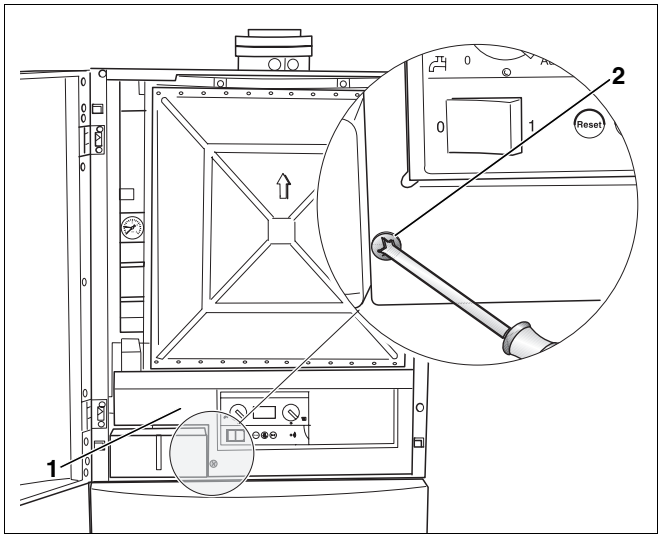

Rys. 60 Otwarcie panelu obsługowego
- Otworzyć drzwiczki kotła i panel obsługowy (rys. 60, **poz. 1**), odkręcając w tym celu śrubę zabezpieczającą (rys. 60, **poz. 2**).